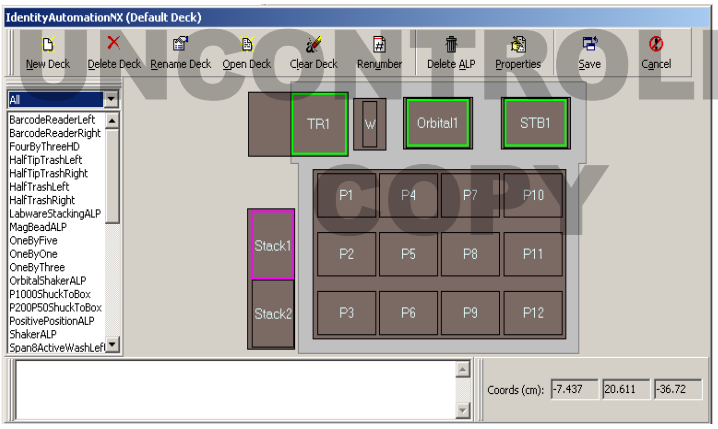

Figure 2. Deck positions.
2.3 The Deck Editor window will open up showing deck all of the deck positions (Figure 2). Positions P3, P12 and P10 will be framed for the 4X3 ALP in the center of the deck.
2.17 Repeat the process for the STB1, going back to the deck screen shown in Figure 2 in order to double click on the STB1 ALP position.